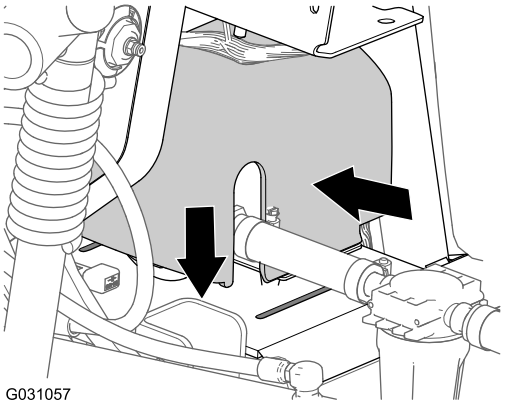

**Figur 187**
2. Placer skyllepumpedækslet over sadelpladen til skyllepumpen (Figur 187).
3. Tryk siderne på skyllepumpedækslet sammen, og placer tapperne på dækslet ud for sadelpladen (Figur 187).
4. Sæt tapperne ind i åbningerne, og slip dækslets sider (Figur 187).